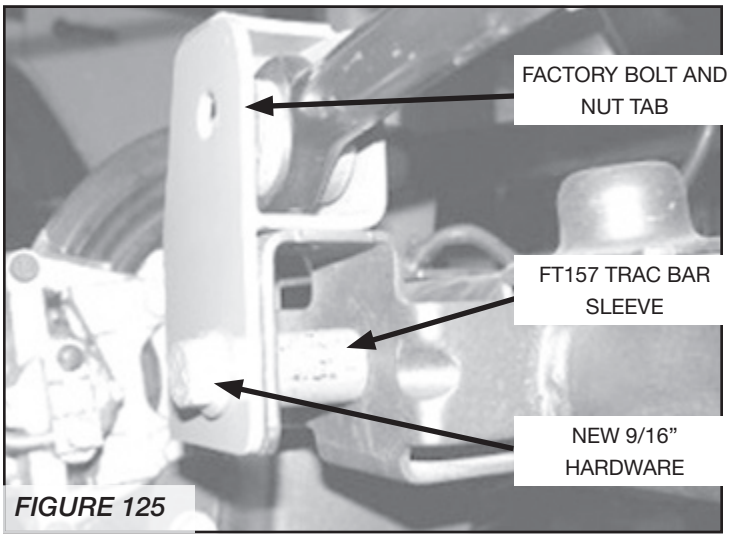

*FIGURE 125*
60. Position the trac bar into the new trac bar bracket and attach with the factory hardware. Remove the 9/16" bolt and install the provided FT157 Sleeve in the factory trac bar mount. Torque the factory trac bar bolt & new 9/16" to **184 ft. lbs. **SEE FIGURE 125.**